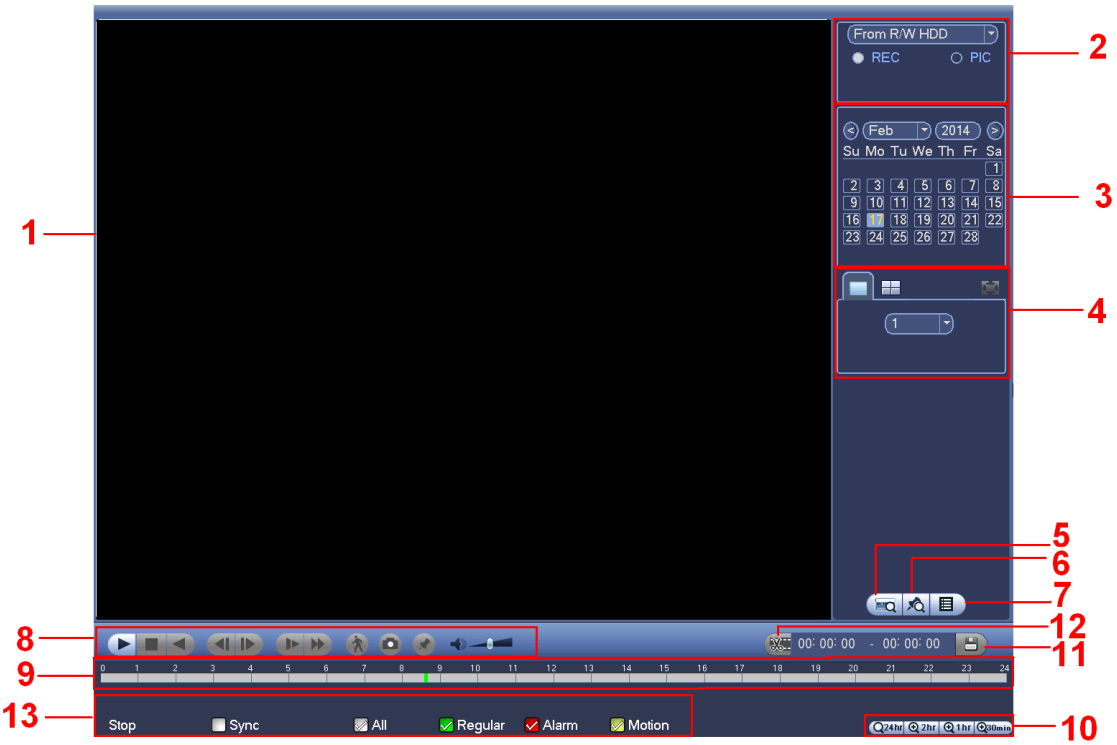
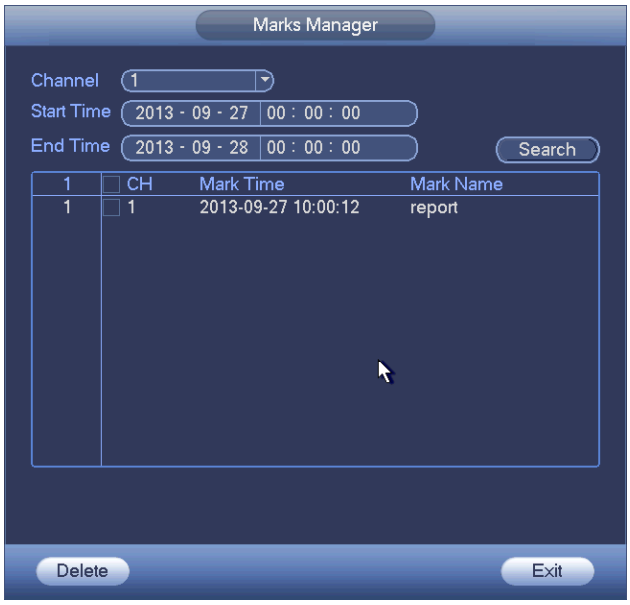

Figure 4-28
Figure 4-32
Click search button in the main menu, search interface is shown as below. See Figure 4-28.
**Please make sure your purchased device support this function. You can use this function only if you can see the mark playback icon on the Search interface (Figure 4-28).**
During 1-window playback mode, click mark file list button in Figure 4-28, you can go to mark file list interface. Double click one mark file, you can begin playback from the mark time.
Click the mark manager button on the Search interface (Figure 4-28); you can go to Mark Manager interface. See Figure 4-32. System can manage all the record mark information of current channel by default. You can view all mark information of current channel by time.